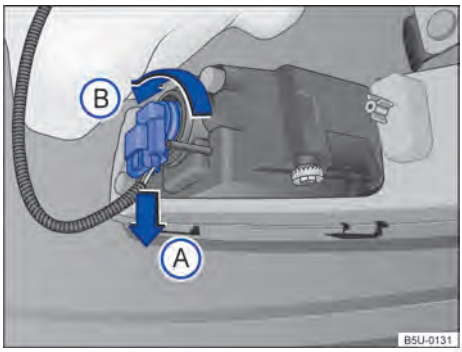

Fig. 170 Atrás do para-choque dianteiro: acesso à lâmpada incandescente do farol de neblina.
2.	Desencaixar o conector de alimentação da lâmpada → Fig. 170 no sentido da seta Ⓐ, pressionar, ao mesmo tempo, a trava de fixação do conector.
3.	Girar o soquete da lâmpada → Fig. 170, no sentido anti-horário da seta Ⓑ, e desencaixá-lo do alojamento.